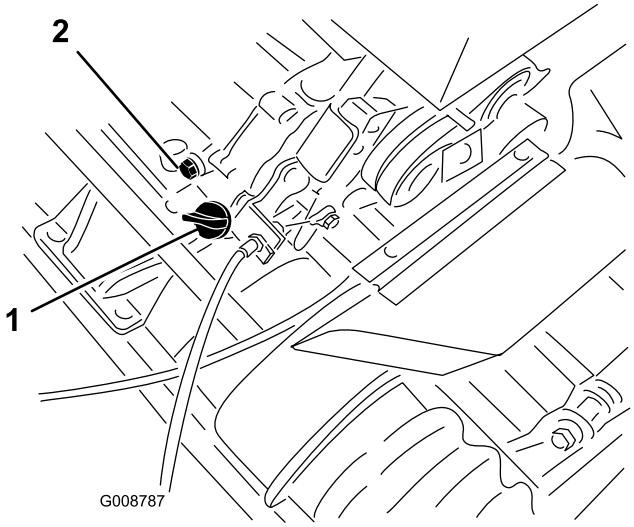

Figur 22
1. Placer plæneklipperen, så motoren er vandret, og rengør området omkring oliestandsmåleren (Figur 22).
2. Anbring en drænbakke under bagenden af maskinen, direkte under aftapningsproppen (Figur 22).